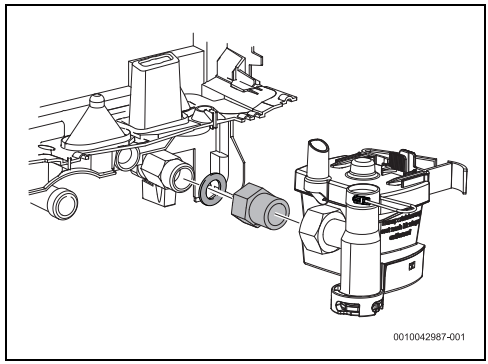

Bild 28 Zusätzliche Buchse
- Zusätzliche Buchse anbringen, um die ordnungsgemäße Installation des Wassersicherheitssystem zu ermöglichen (Bild 28).